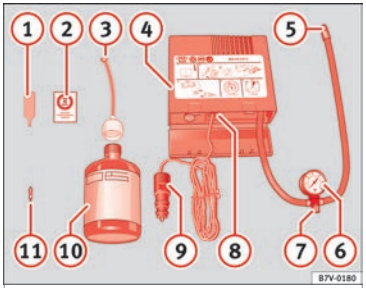

Fig. 57 Standard representation: contents of the anti-puncture kit.
- Unscrew the tyre valve cap and insert. Use the ››› Fig. 57 (1) tool to remove the insert. Place it on a clean surface.
- Shake the tyre sealant bottle vigorously ››› Fig. 57 (10).
- Screw the inflator tube ››› Fig. 57 (3) into the sealant bottle. The bottle's seal will break automatically.
- Remove the lid from the filling tube ››› Fig. 57 (3) and screw the open end of the tube into the tyre valve.
- Place the insert back into the tyre valve using the tool ››› Fig. 57 (1).
- Screw the compressor tyre inflator tube ››› Fig. 57 (5) into the tyre valve.
- Check that the air bleed screw is closed ››› Fig. 57 (7).
- Insert the connector ››› Fig. 57 (9) into the vehicle's 12-volt socket ››› page 138.
- Turn the air compressor on with the ON/OFF switch ››› Fig. 57 (8).